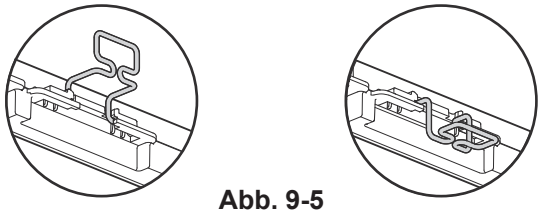

Abb. 9-5
9.4.1. Vorbereitungen (Abb. 9-5)